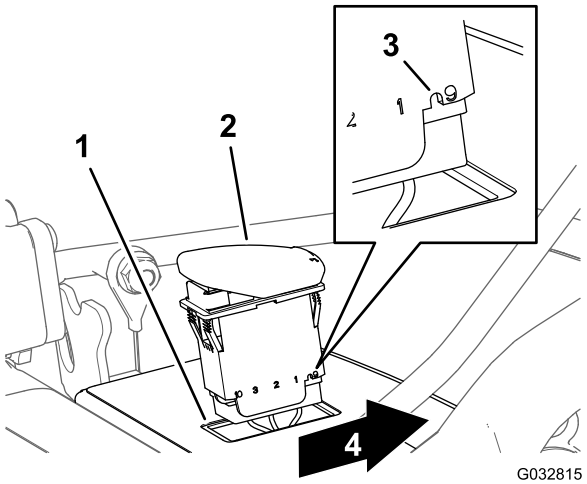

Figura 18
4. Alinee el interruptor con la muesca del cuerpo del interruptor orientada hacia la parte delantera del panel de control (Figura 18).
5. Introduzca el interruptor en el hueco del panel de control hasta que encaje firmemente en el panel (Figura 18).